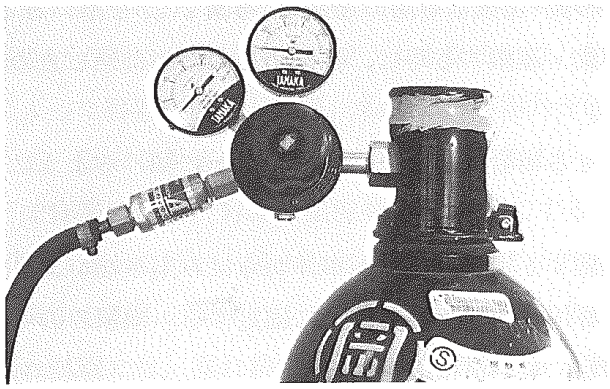

図 3.7 特殊キャップ使用例 [8)]
b. 図 3.7 にキャップを取らずにそのまま圧力調整器を取り付けた特殊キャップの使用例を示す。最近はこの形のものが多く使用されている。